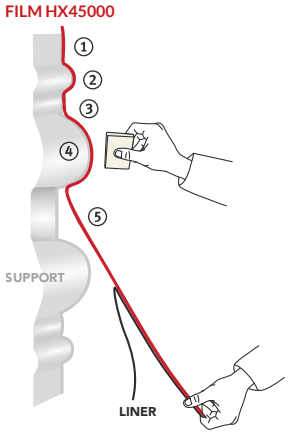

Figure 07
- Retirer progressivement le liner en maintenant une tension vers le bas. (FIG. 07)
- Commencer à appliquer le creux ① puis le relief ② et ensuite le creux ③.
- Remonter sur l'ondulation suivante ④ puis continuer ⑤ jusqu'à la pose complète.